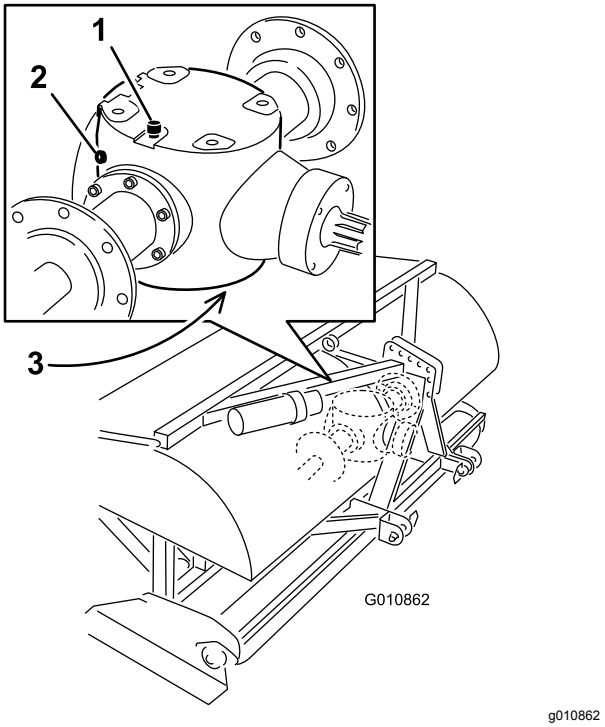

Figur 46
3. Ta bort kontrollpluggen från växellådan (Figur 46).
4. Kontrollera att oljan når upp till den nedre delen av kontrollpluggshålet i växellådan (Figur 46).
1. Ta bort skräp från luftnings-/påfyllningspluggen och tappa ur pluggen för att undvika kontamination (Figur 46).